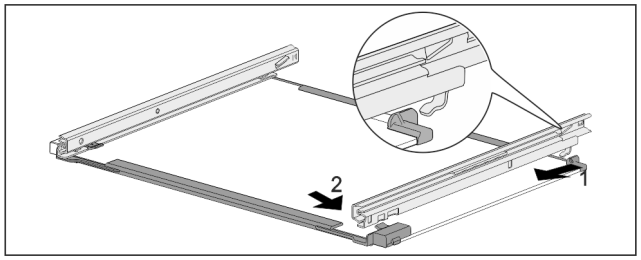

Fig. 158 Placa de sticlă cu șine
▶ Agățați șina în partea din spate. *Fig. 158 (1)*
▶ Înclichetați șina în partea din față. *Fig. 158 (2)*